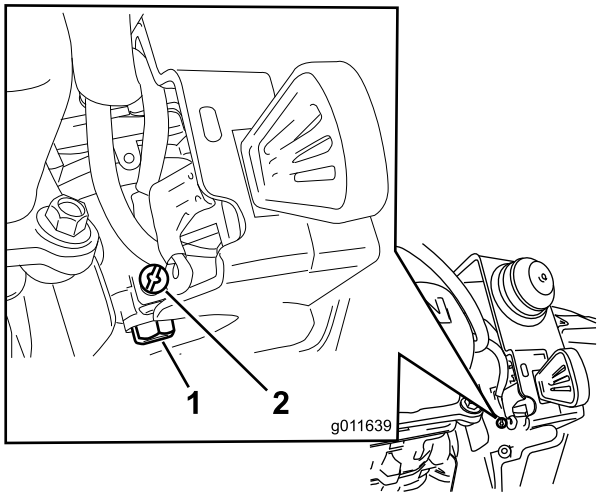

Rysunek 30
B. Odkręć, ale nie wyjmuj, mały wkręt z boku komory gaźnika (Rysunek 30), aż zacznie z niego wypływać paliwo. Spuść paliwo do atestowanego kanistra.